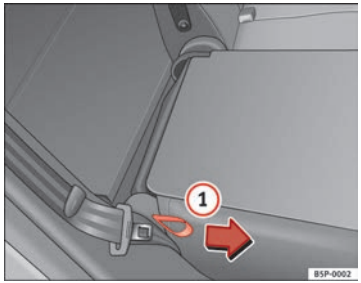

Fig. 97 Folding or opening the rear seat backrests
– Pull the loop on the side of the seat ⇒ Fig. 97 (1).